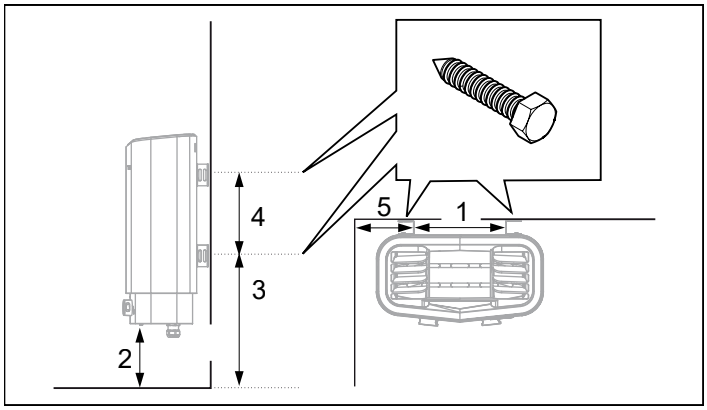

Рис. 8: Размеры
6. Разместите винты для кронштейнов согласно указанным размерам (см. рис. 8).